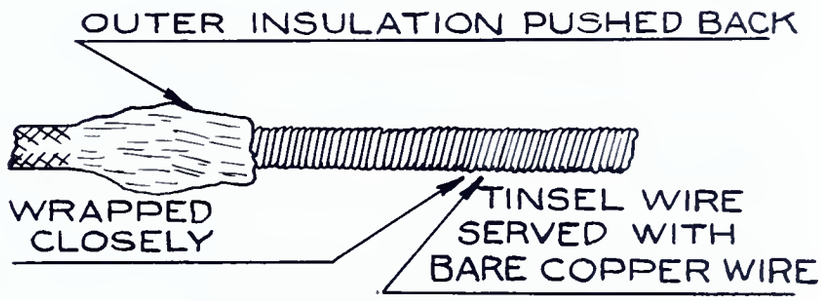

FIG. 12
2. Push insulation back, exposing another $\frac{1}{2}$" of tinsel wire as in Fig. 12.
3. Wrap exposed tinsel wire with #34 bare copper wire as in Fig. 12.